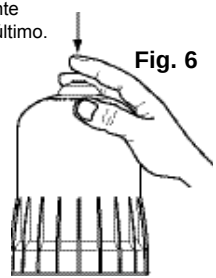

Fig. 6
- Pressionar o botão de purga de ar no topo da tampa (Fig. 6).